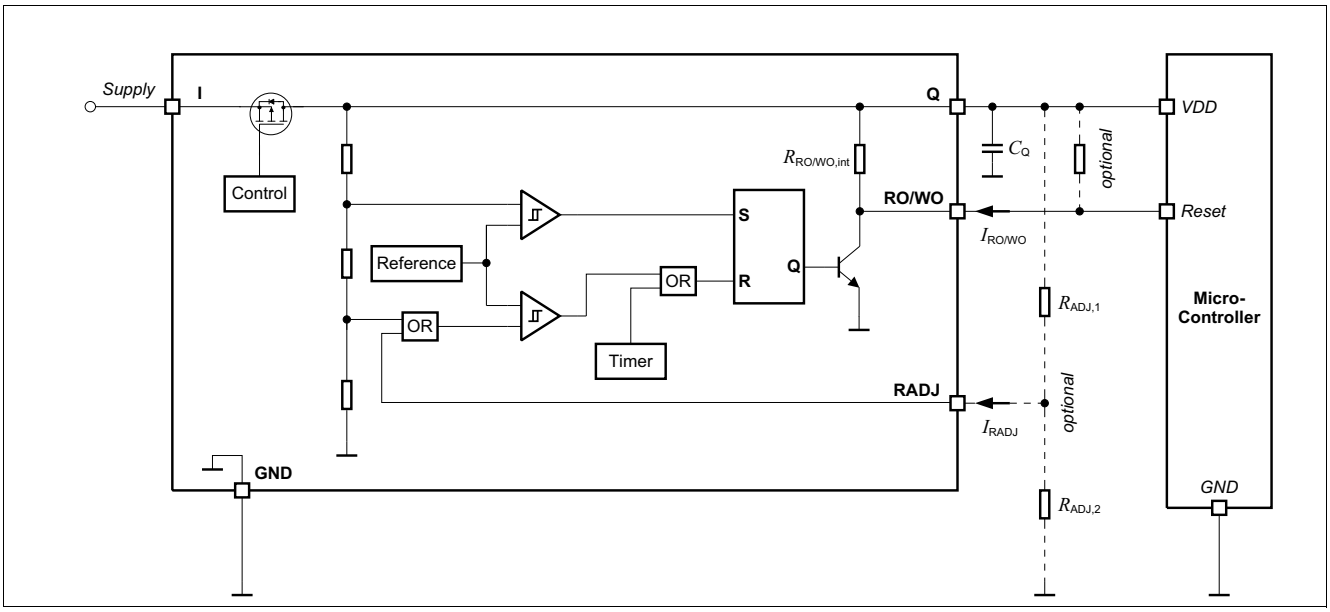

Figure 5 Block diagram reset circuit
- $R_{ADJ,1}$, $R_{ADJ,2}$: Resistors of the external voltage divider, see **Figure 5**.